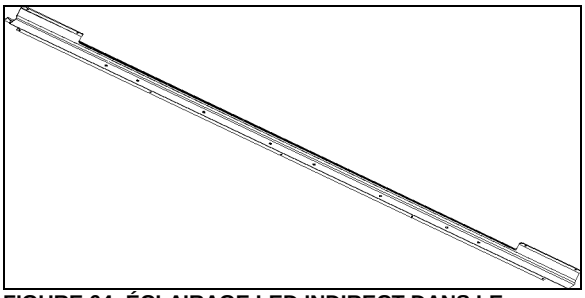

FIGURE 64: ÉCLAIRAGE LED INDIRECT DANS LE PORTE-COLIS
2. Avec un tournevis pour vis cruciforme, dévisser et retirer la bande à LED existante (Figure 64)